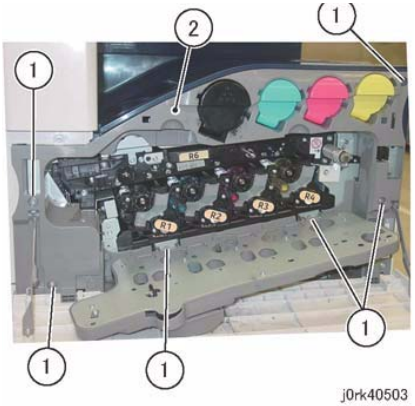

Figure 1 Front Cover Removal
4. Remove the Front Cover together with the Inner Cover. (Figure 1)